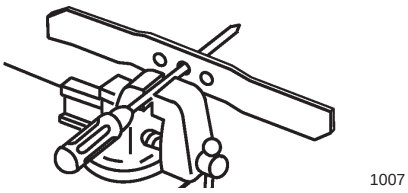

Bild 22
1. Kontrollieren Sie die Wucht des Messers, indem Sie das mittlere Loch im Messer über einen Nagel oder einen Schraubenzieherschaft hängen, den Sie horizontal in einen Schraubstock einklemmen (Bild 22).